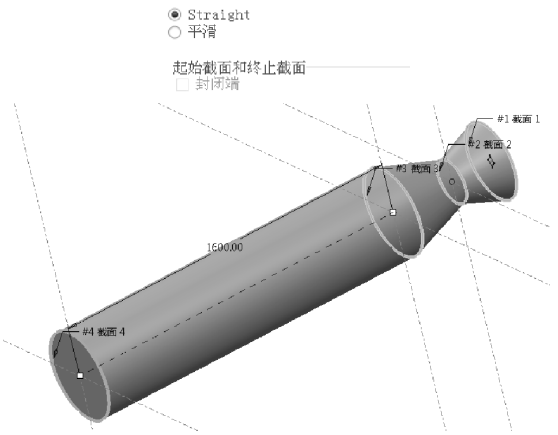

图 3-42　设定混合截面间过渡曲面的性质后生成特征的预览
(15) 设定混合截面间过渡曲面的性质为 Straight(直的)，此时，屏幕显示如图 3-42 所示。